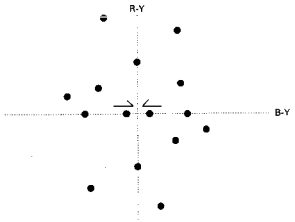

Fig. 5 Image vectorielle du signal de mire
(1) Syntoniser le téléviseur sur une mire TDF ou autre.
(2) Appuyer sur le bouton "OPTIMUM".
(3) Mettre l'oscillo en mode X-Y. Brancher la sonde de l'oscillo VOIE-X à TP46B (sortie B-Y) et la VOIE-Y à TP46R (sortie R-Y) pour visualiser la figure vectorielle.
(4) Régler L603 (TRANS DL) afin que les points doubles externes soient superposés uniformément.
(5) Régler VR601 LEVEL ADJ pour que les 2 points dans les axes des "x" soient confondus. Voir Fig. 5.